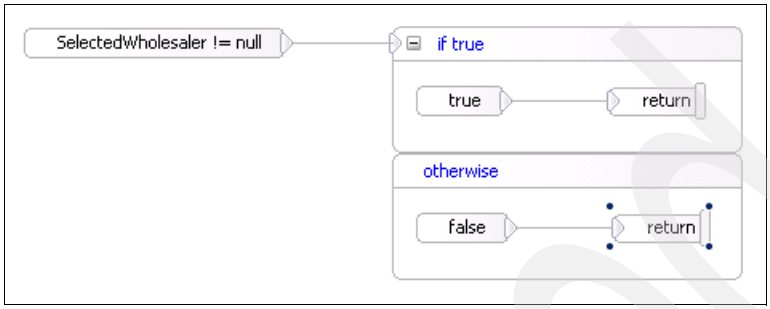

Figure 12-16 The Order From Wholesaler conditional visual snippet
c. Complete the visual snippet as shown in Figure 12-16.